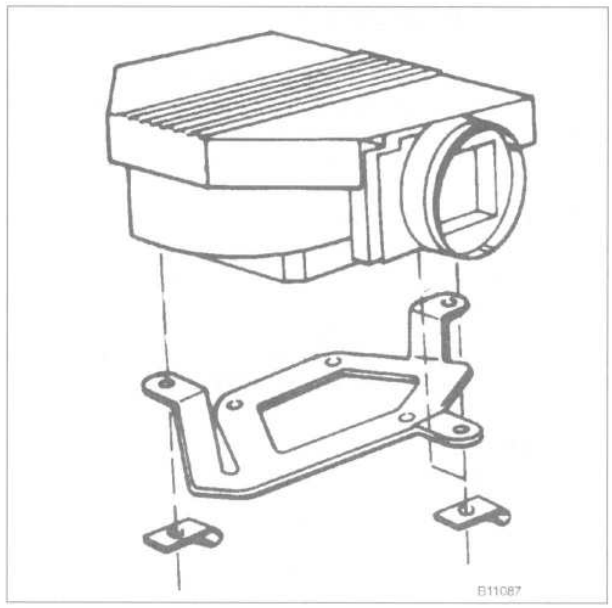

Fig. 28. Air flow sensor retaining clips on M30 engine.
2. Working underneath the air flow sensor, remove sensor retaining clips and lift the sensor off it's mounts. See Fig. 28.